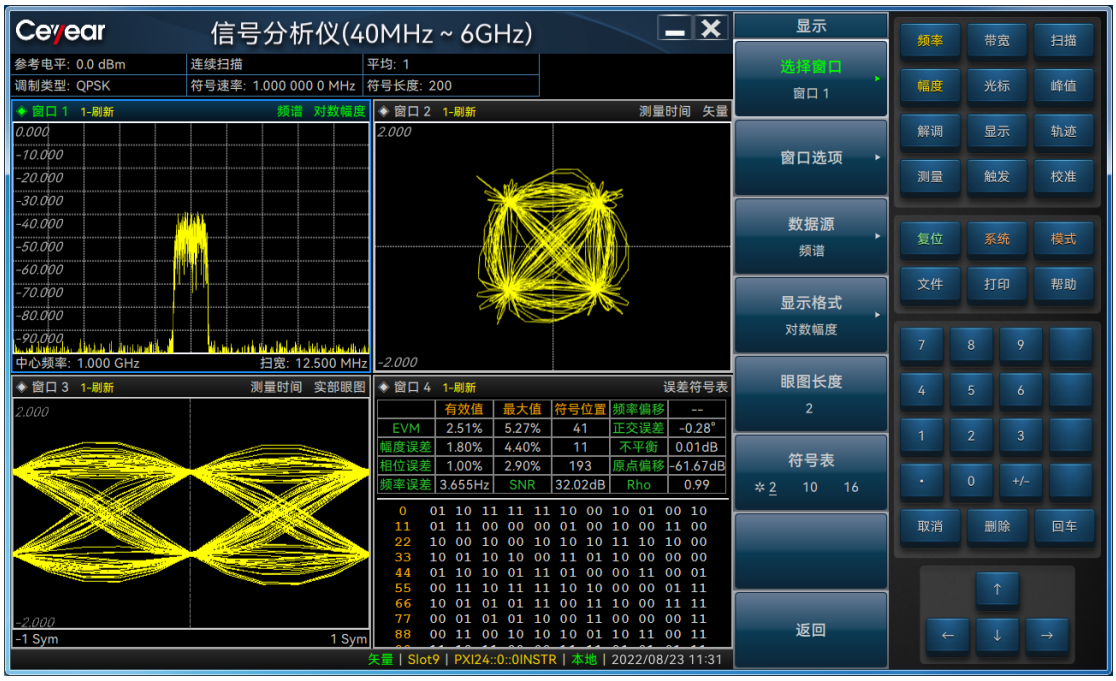

图 3.21 矢量信号分析多窗口显示示意图
- 按[窗口选项]-[预设布局]-[四窗口],设置选中的布局为四窗口，将接收的矢量调制信号以频谱图、矢量图、眼图、符号表进行显示，如图 3.21 所示。